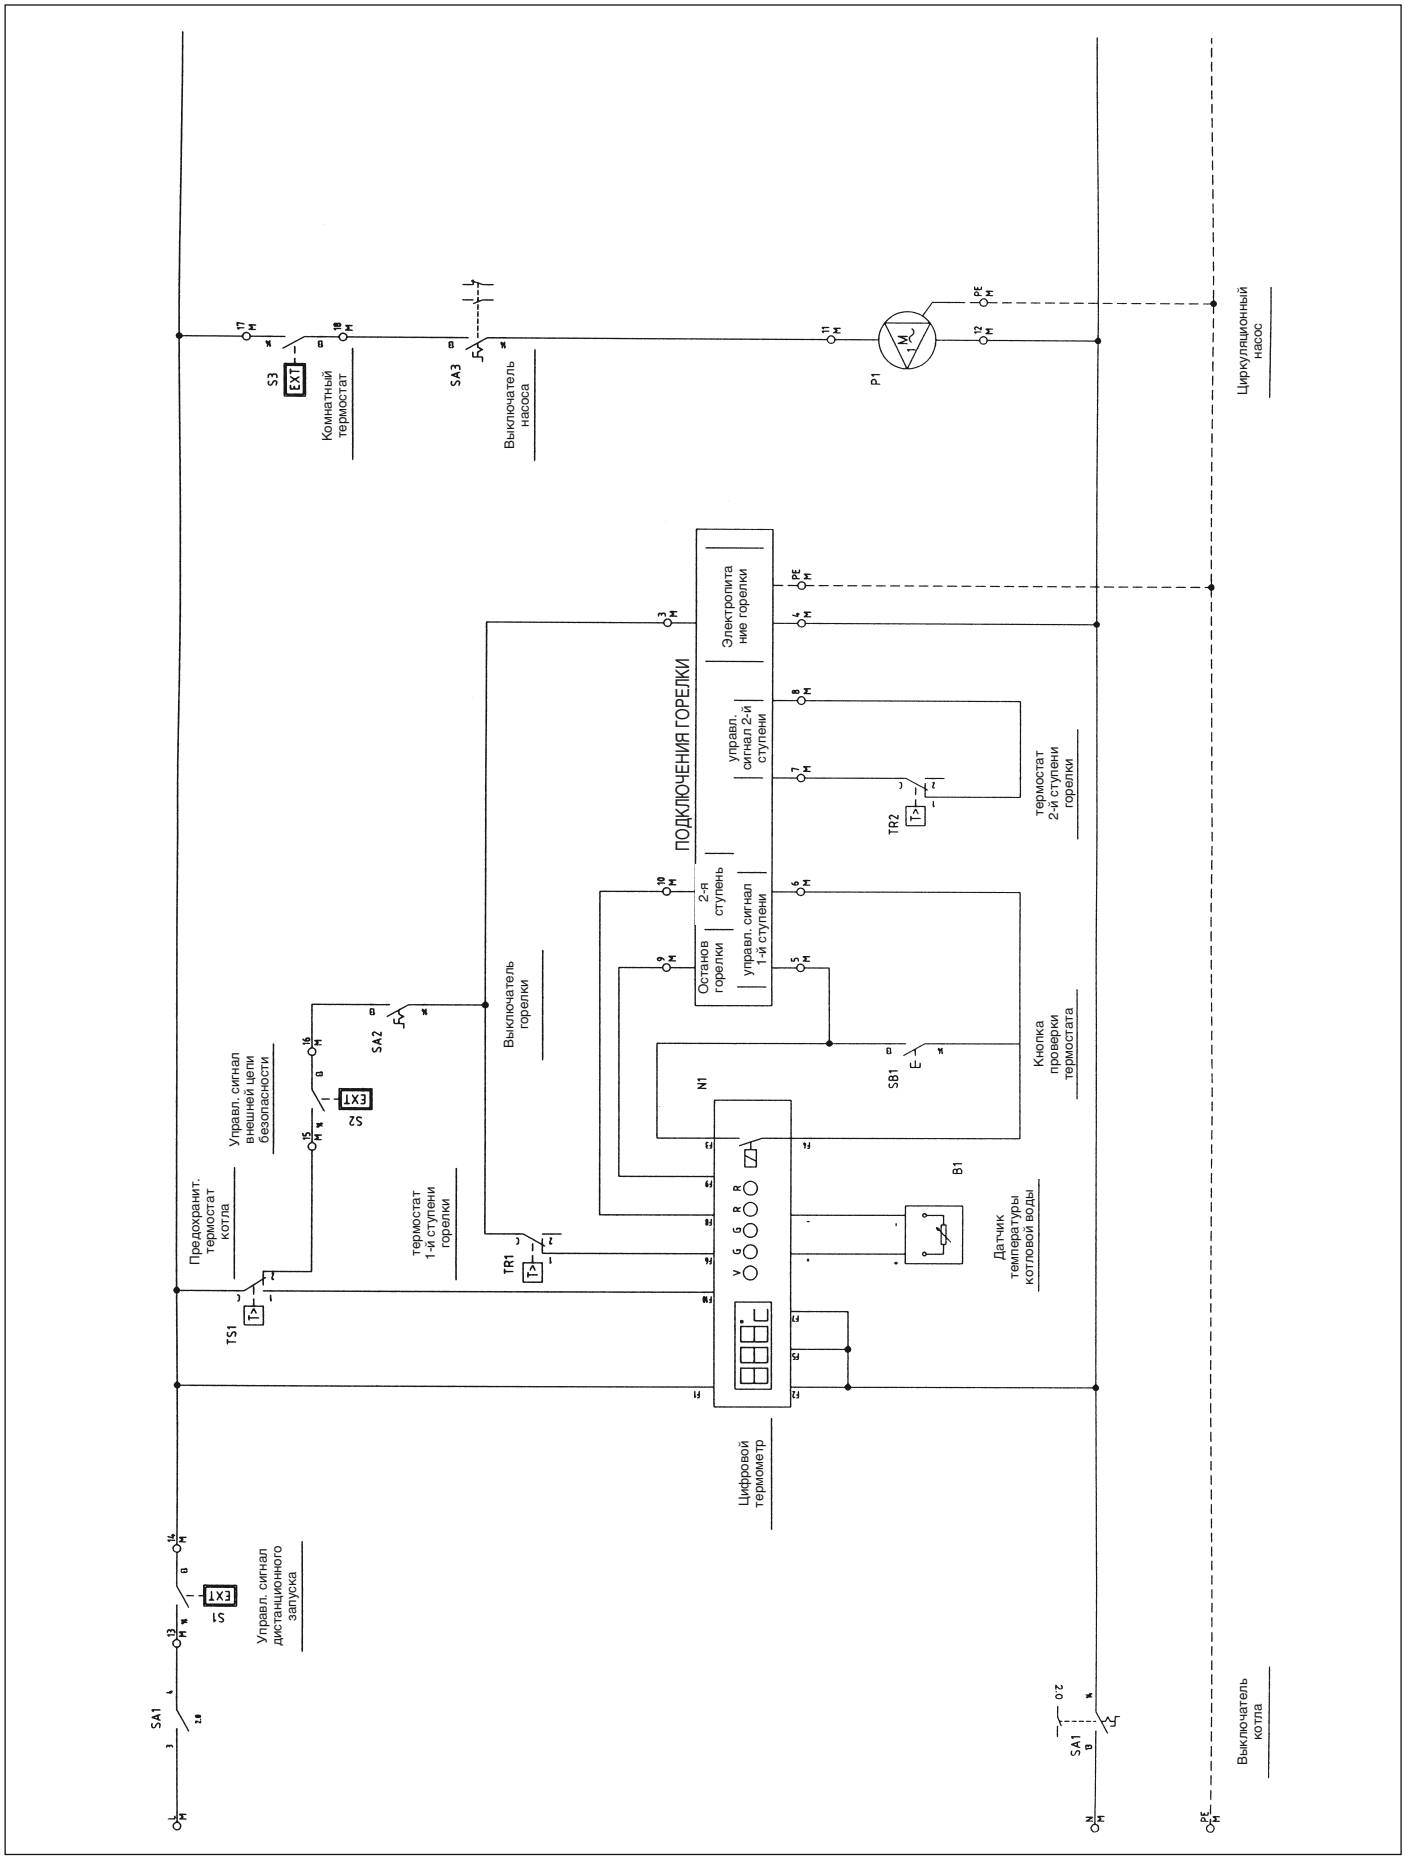

Fig. 17
6.4 Электрическая схема подключения горелки и однофазного насоса (Рис. 17)